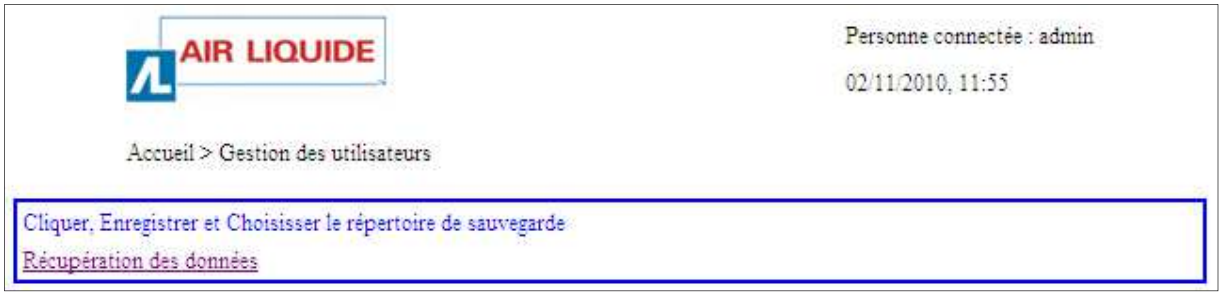

Figura 11-25: página Recuperación de los datos.
1. Hacer clic en la línea *Recuperación de los datos* (Figura 11-25).